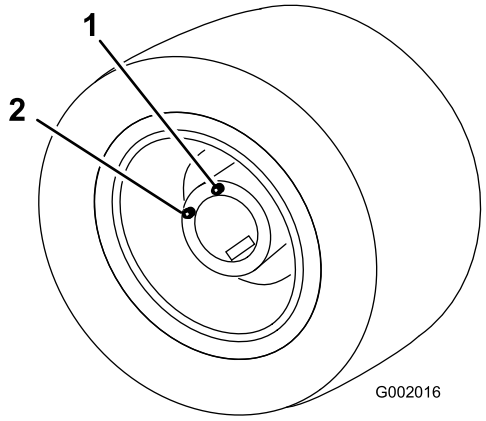

Bild 50
5. Bewegen Sie das Fahrzeug langsam, bis das Rad für das Auffüllen positioniert ist (siehe Bild 50).